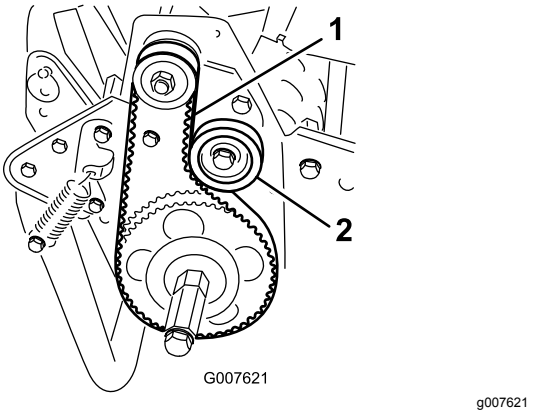

Figur 44
2. Kontroller hvor stram remmen er ved å presse på mellomspennet (Figur 44) med en kraft på 18–22 N.
A. Løsne monteringsmutteren på lederullen, og vri lederullen med klokken mot baksiden av remmen helt til du oppnår ønsket remspenning (Figur 44).